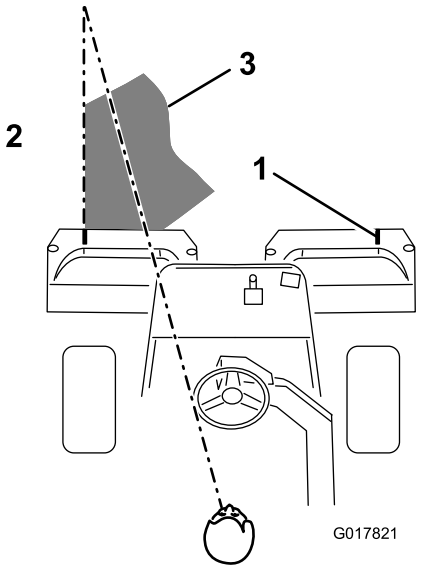

Figur 39
3. Sørg for at overlappe minimalt med den forudgående klipning ved tilbagekørsler. Skab en imaginær, lige sigtelinje på ca. 1,8-3 m foran maskinen til kanten af den uklippede del af greenen (Figur 39), som hjælp til at bevare en lige linje på tværs af greenen og for
at holde maskinen i en tilsvarende afstand fra kanten af den foregående klipning. Der er nogle, der finder det nyttigt at medtage rattets ydre kant som en del af sigtelinjen, dvs. holde rattets kant på linje med et punkt, der altid holdes i samme afstand fra maskines forende (Figur 39).